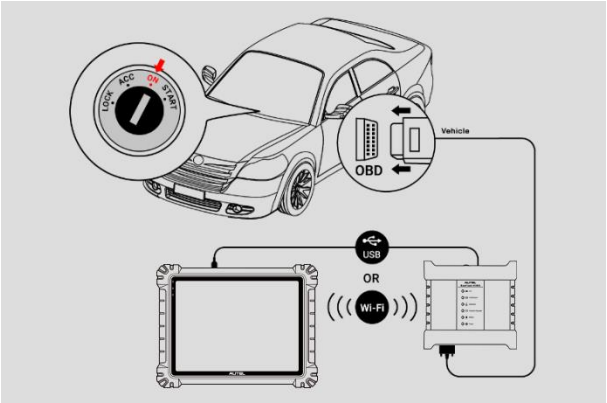

Rysunek 9-107 ***Schemat połączeń***
1. Proszę zapoznać się z *Rysunek 9-107 Schemat połączeń* aby zakończyć połączenie. Ustaw kluczyk w stacyjce w pozycji on.